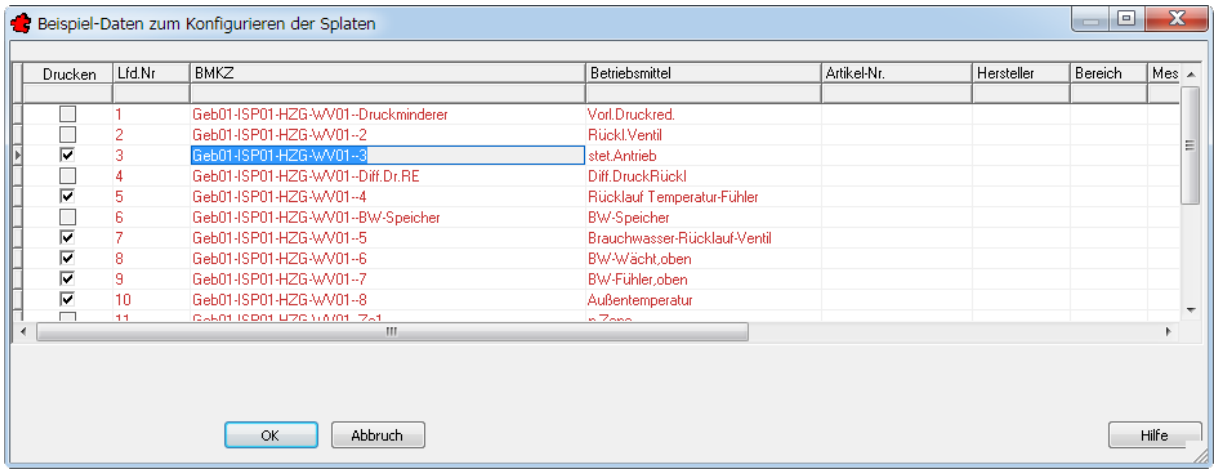

Bild 22.21 – Die Vorschau der Spaltenkonfiguration
- Sie können sich Ihre Arbeit jederzeit mit der Schaltfläche *Vorschau* ansehen, ohne das Dialogfeld verlassen zu müssen (Abb. 22.21). Die nur teilweise aktivierten Optionsfelder *Drucken* entsprechen dabei der Ebenenwahl im Dialogfeld *Listen*.